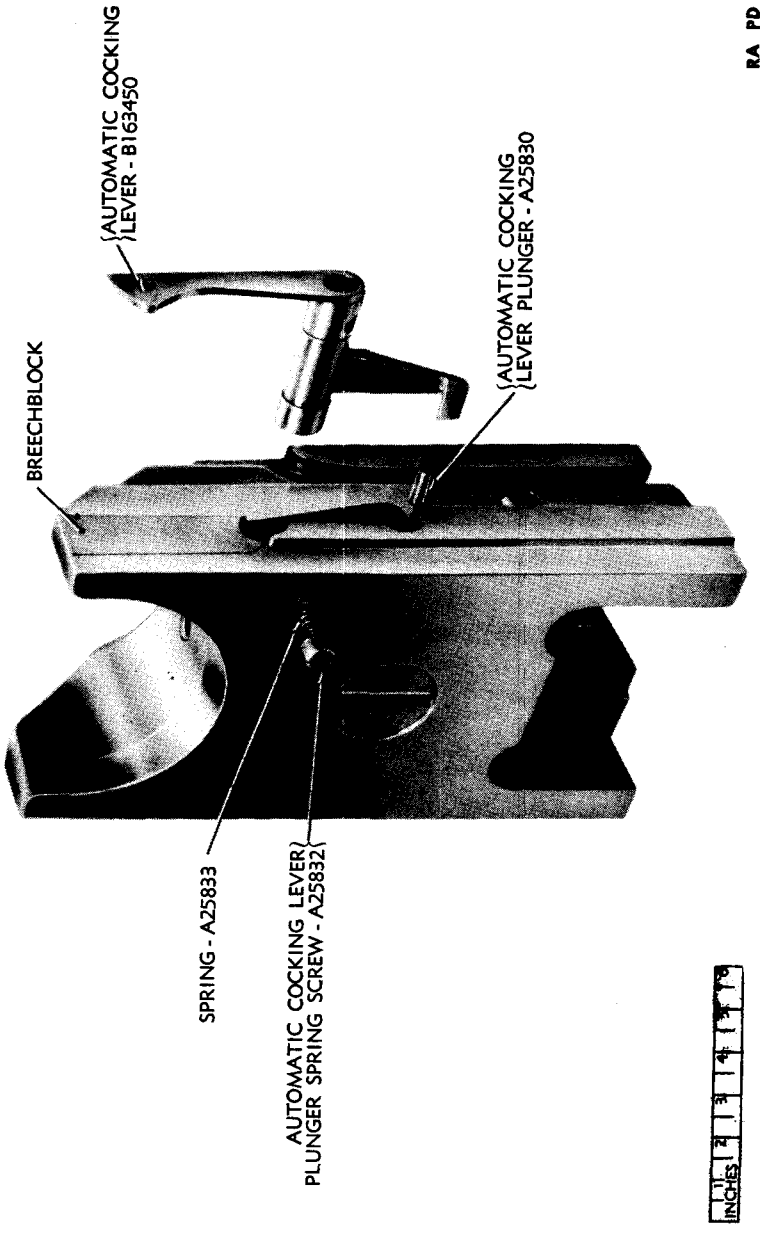

Figure 42 – Removing Cocking Lever
b. **Removal of Automatic Cocking Lever** (fig. 42). Unscrew automatic cocking lever plunger spring screw and spring from the rear face of the breechblock. Then remove automatic cocking lever and plunger from side of breechblock.